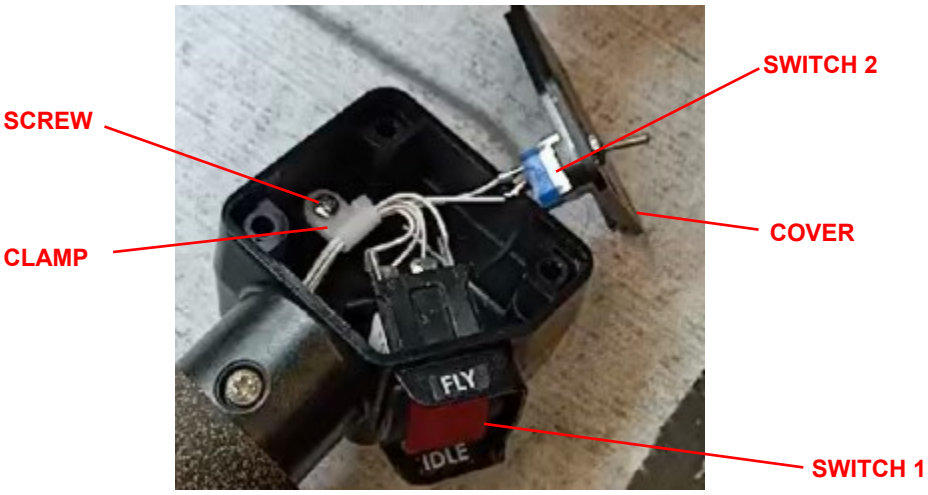

Figure 14 – Cover and the internal layout of the grip
2. Refer to Figure 14. Remove the cover of the grip with the switch 2.
3. Refer to Figure 14. Remove the screw internal to the grip and remove the plastic clamp from the wires.